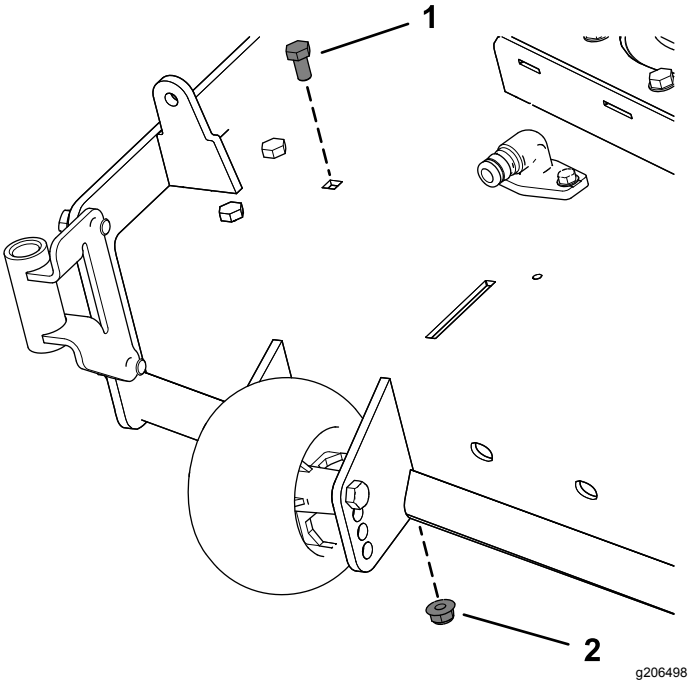

Figuur 9
2. Verwijder de aanwezige bout en moer van het maaidek (Figuur 9).
Op het maaidek van 132 cm verwijdert u de bout en moer zoals wordt getoond in Figuur 9.